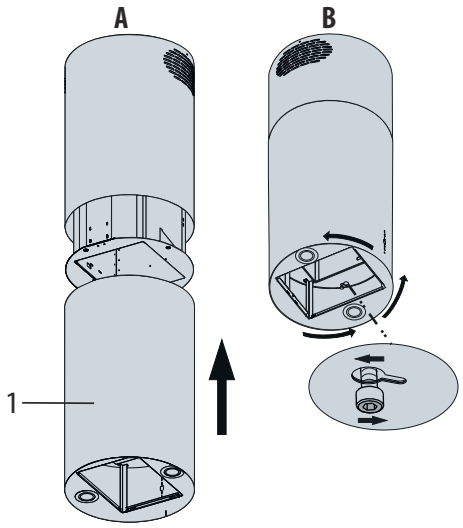

*Fig. 17*
- Deslizar a estrutura do produto no bloco do motor (Fig. 17/A).
- Deslizar os orifícios de suspensão que parecem buracos de fechadura nos parafusos de cabeça de plástico e rodar a estrutura no sentido horário, seguidamente apertar os parafusos (Fig. 17/B).